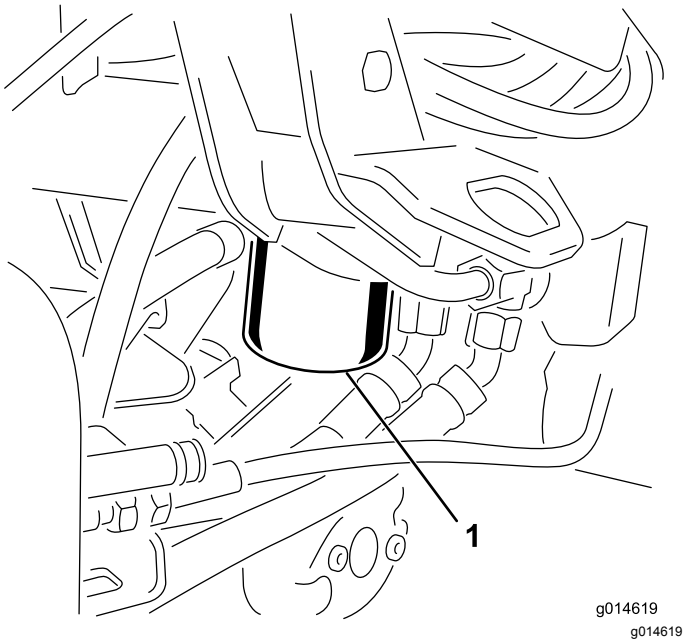

Figur 38
1. Rengjør området rundt der filteret skal festes (Figur 38). Plasser et tappefat under filteret, og ta ut filteret.